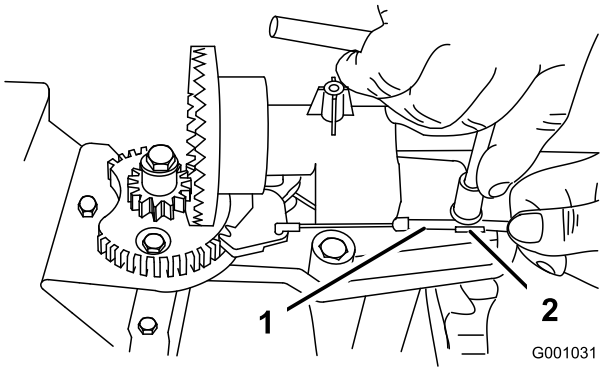
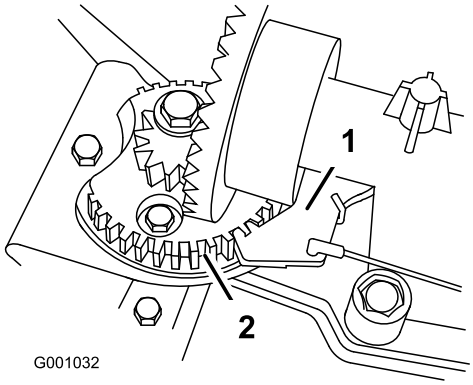

Figur 55
Figur 56
2. Løsn bolten på kabelklemmen (Figur 55).
3. Tag fat i kabelrøret, og bevæg det mod maskinens forende, indtil udblæsningssliskelåsen går helt i indgreb med tandhjulstænderne (Figur 55 and Figur 56).
Bemærk: Låsen er fjederbelastet og går naturligt ind i tandhjulstænderne (Figur 56).